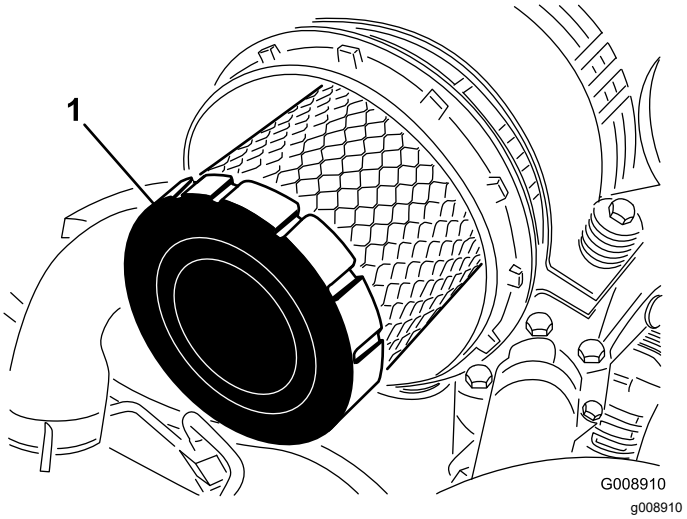

**Figur 58**
4. Ta ut og skift det primære filteret (Figur 58).